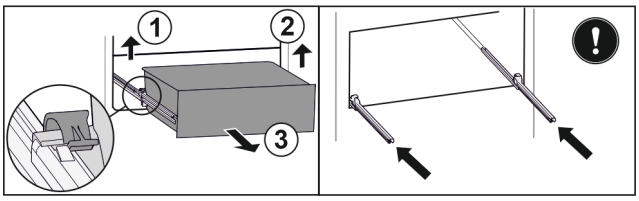

Fig. 109
▶ Linke Klemme anheben und gleichzeitig Schubfach links nach vorne ziehen. *Fig. 109 (1)*
▶ Rechte Klemme anheben und gleichzeitig Schubfach rechts nach vorne ziehen. *Fig. 109 (2)*
▶ Schubfach nach vorne entnehmen. *Fig. 109 (3)*